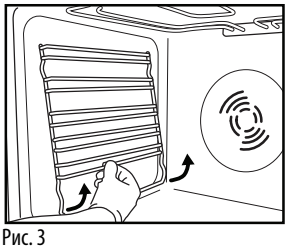

Рис. 3
1. Снимите боковые решетки, на которые устанавливаются принадлежности (Рис. 3).